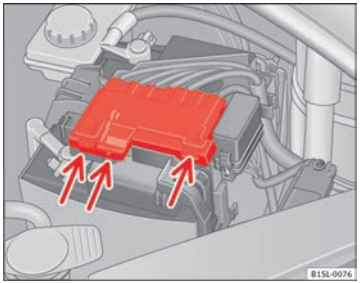

Fig. 110 In the engine compartment: Remove the cover from the vehicle's battery.
- Press on the tabs ⇒ fig. 110 (arrows) in the direction of the arrows and lift the battery cover up.